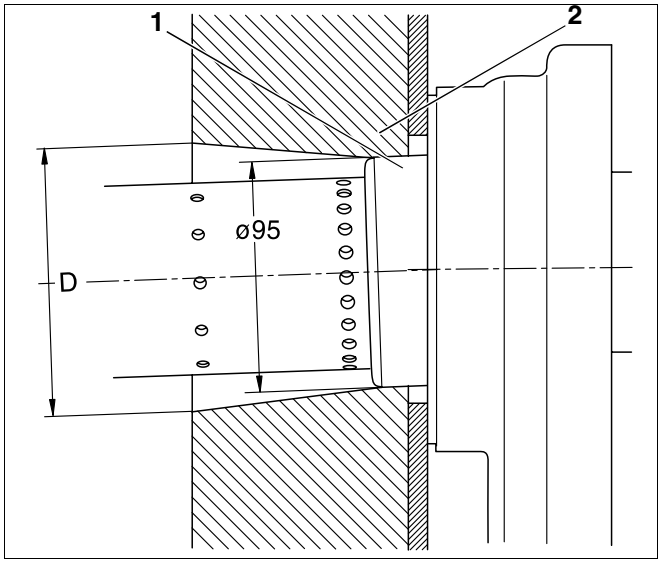

Fig. 21 Disegno della sezione del ritaglio della porta (dimensioni in mm)
Assicurarsi che il boccaglio si trovi nel mezzo dell'apertura dell'isolamento della porta e che le aperture di ricircolo del boccaglio siano libere. Nella zona della porta del bruciatore l'isolamento della porta si deve appoggiare al tubo di sostegno (fig. 21, **pos. 2**) (fig. 21, **pos. 1**).